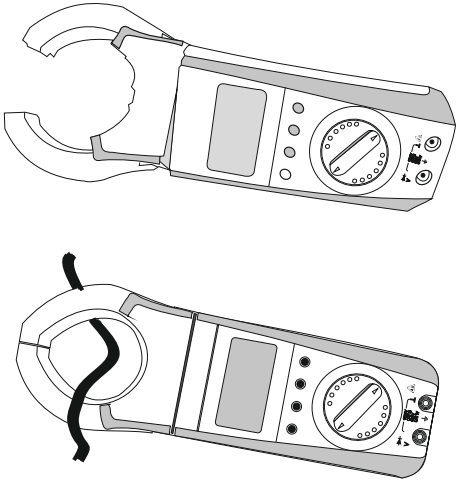

Rysunek 9.1
- Podłącz Cęgi jak pokazano na rys. 9.1 dla pomiaru prądu. Aby zmierzyć prąd płynący przez przewód wciśnij spust (z tyłu) w celu otwarcia szczęk i zaciśnięcia ich wokół kabla, jak pokazano na rys 9.1